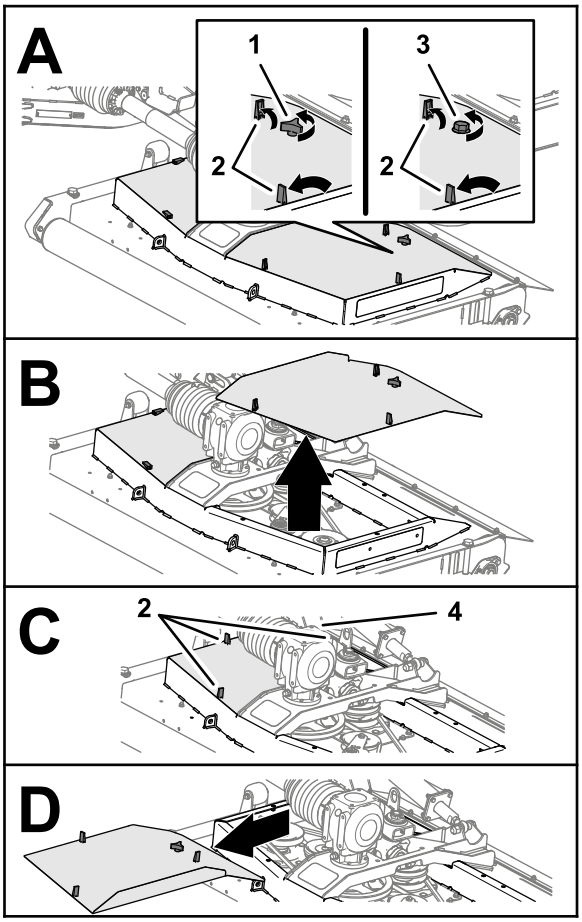

Rysunek 46
1. Zwolnij 3 zamki mocujące pokrywę podwozia tnącego (Rysunek 46).
2. Poluzuj gałkę lub śrubę (podwozie tnące kosiarki WE) mocującą pokrywę podwozia tnącego do podwozia tnącego (Rysunek 46).
4. Powtórz czynności 1 i 2 dla drugiej pokrywy (Rysunek 46).